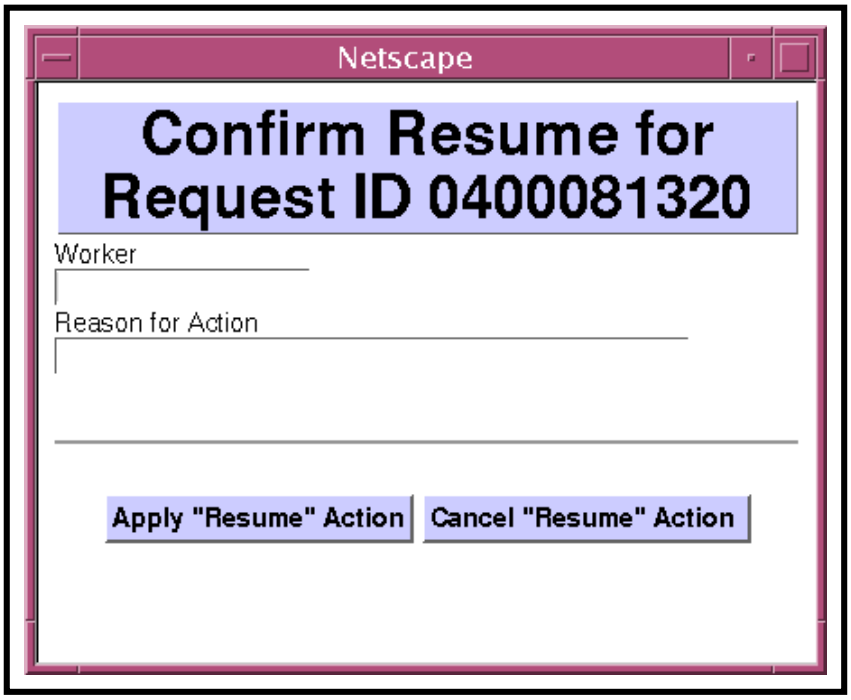
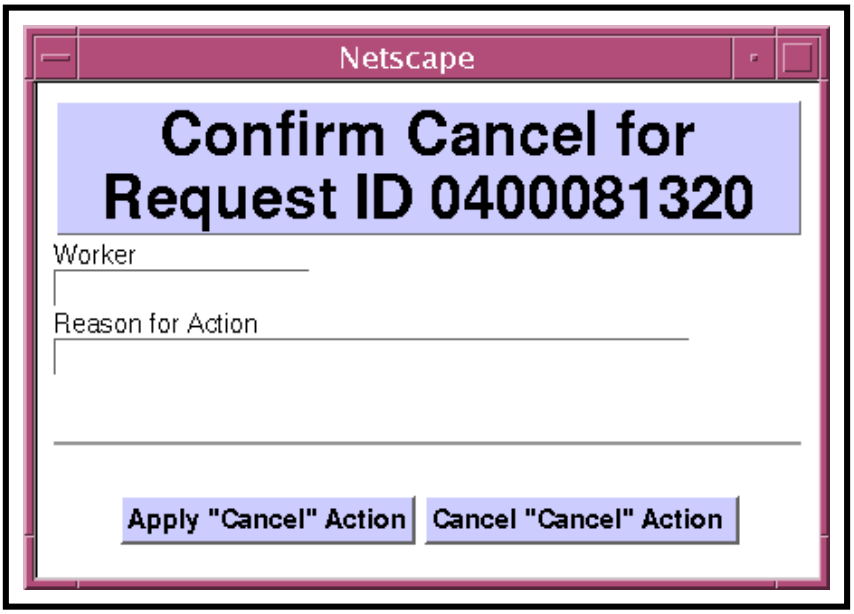

Figure 39. Resume Request Confirmation Dialogue Box
Figure 40. Cancel Request Confirmation Dialogue Box
- A **Resume Request Confirmation** dialogue box (Figure 39) is displayed.
- A **Cancel Request Confirmation** dialogue box (Figure 40) is displayed.
4 If a **Resume Request Confirmation** dialogue box (Figure 39) or **Cancel Request Confirmation** dialogue box (Figure 40) is displayed, type either ***name*** or ***userID*** in the **Worker** text box.
5 If a **Resume Request Confirmation** dialogue box (Figure 39) or **Cancel Request Confirmation** dialogue box (Figure 40) is displayed, type ***reason*** in the **Reason for Action** text box.
6 If a **Resume Request Confirmation** dialogue box (Figure 39) or **Cancel Request Confirmation** dialogue box (Figure 40) is displayed, click on the appropriate button from the following selections: